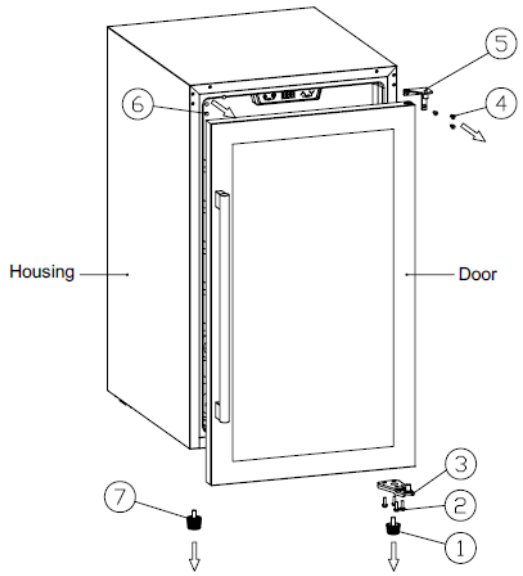

Bild 1
1. (Bild 1) Schließen Sie die Tür.
2. (Bild 1) Entfernen Sie den kurzen Gerätefuß (1) an der unteren rechten Ecke, lösen Sie die Schrauben (2) und nehmen Sie das rechte untere Türscharnier (3) ab; ziehen Sie die Tür etwas nach unten, nehmen Sie sie dann ab und legen Sie sie beiseite.
3. (Bild 1) Lösen Sie die Schrauben (4) und nehmen Sie das rechte obere Türscharnier (5) ab; entfernen Sie die Scharnierloch-Abdeckung (6) an der oberen linken Ecke und den Gerätefuß (7) an der unteren linken Ecke.